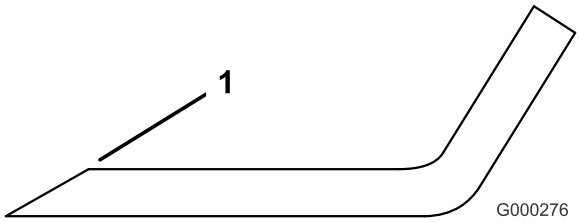

Figur 85
3. Kontrollera samtliga knivseggar. Slipa knivseggarna om de är slöa eller hackiga. Slipa endast skäreggens översta del och behåll den ursprungliga skärvinkeln för bästa skärpa (Figur 85). Kniven förblir balanserad om lika mycket metall avlägsnas från båda eggarna.